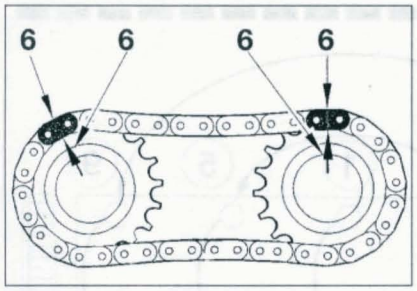

FIGURE 1-26
- les 2 arbres à cames avec la chaîne en faisant coïncider les repères (6) **(figure 1-26)**.